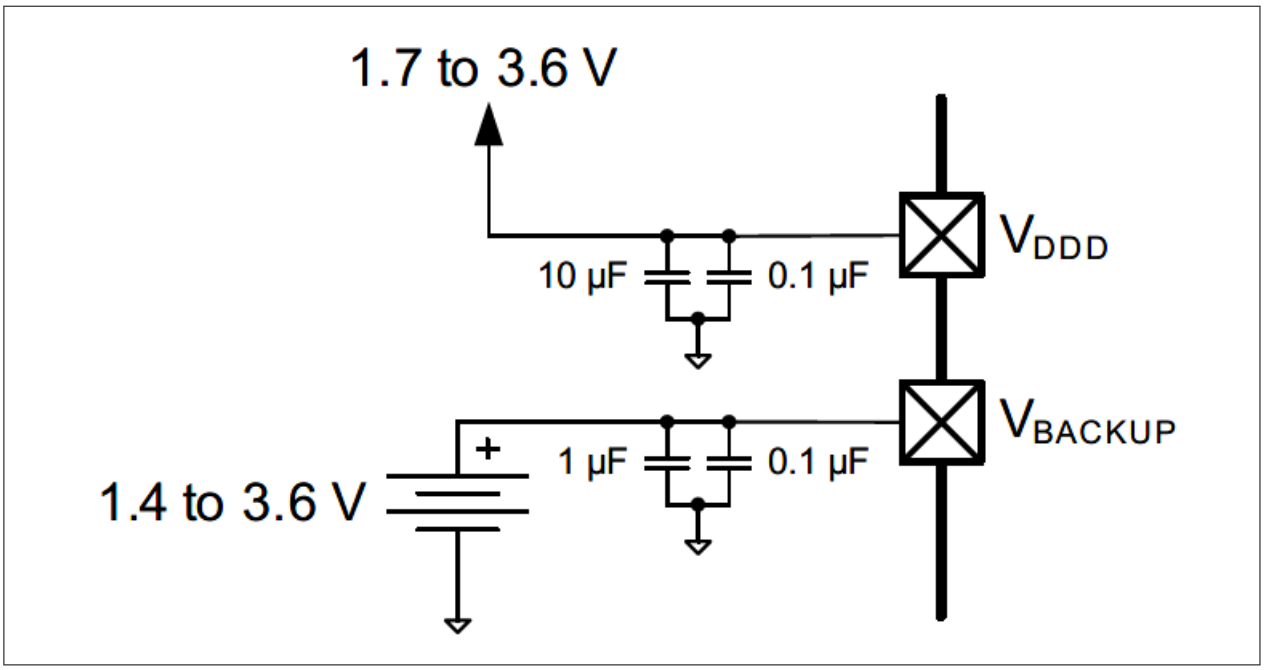

Figure 17 Separate battery connection to V_{BACKUP}
- V_{BACKUP}: the supply for the backup domain, which includes the 32-kHz WCO and the RTC. It can be a separate supply as low as 1.4 V, for battery or supercapacitor backup, as Figure 17 shows, otherwise it is connected to V_{DDD}. It powers I/O port 0[2)]